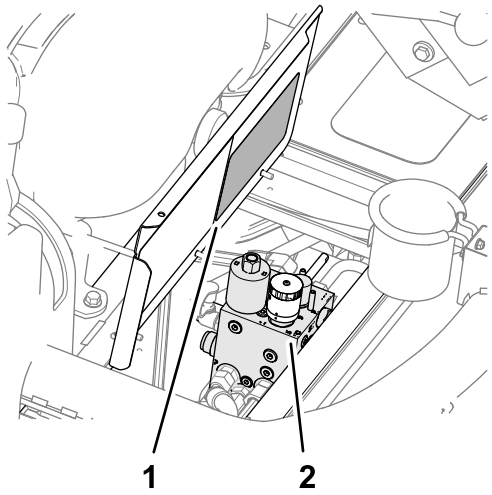

**Figur 42**
4. Öppna plattformens kåpa (Figur 42).